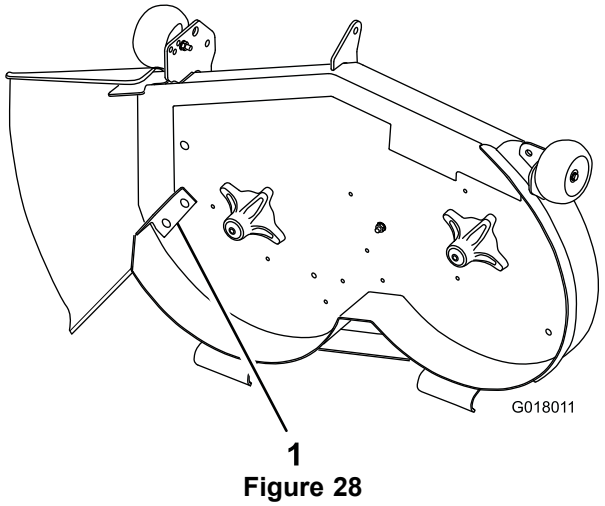

Figure 28
7. Install the cutoff baffle (supplied with the mower) at the side-discharge opening on the mower deck (Figure 28).